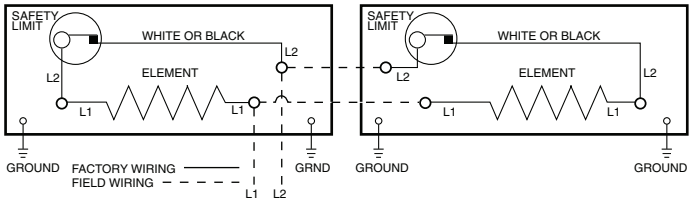

Figure 5: Wiring Diagrams
2. Wiring procedures and connections must be in accordance with the National Electrical Code (NEC) and local codes. Refer to Wiring Diagrams Figure 5. Make sure all electrical connections are tight to prevent possible overheating. Use Copper Supply Wire Only.
d. Wire heater according to wiring diagrams in Figure 5. Attach the wireway cover using the screws.
8. Follow the desired wiring diagram, as shown in Figure 5, to connect the power supply to the heater using approved wire nuts.